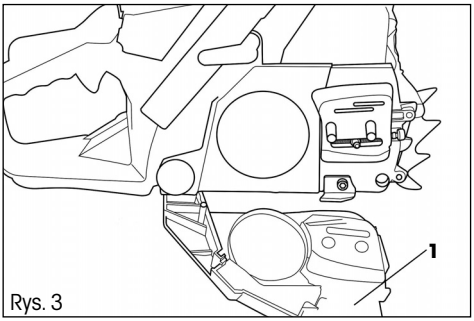

Rys. 3
- Poluzuj dwie nakrętki i zdejmij pokrywę koła łańcuchowego (Rys. 3, punkt 1).